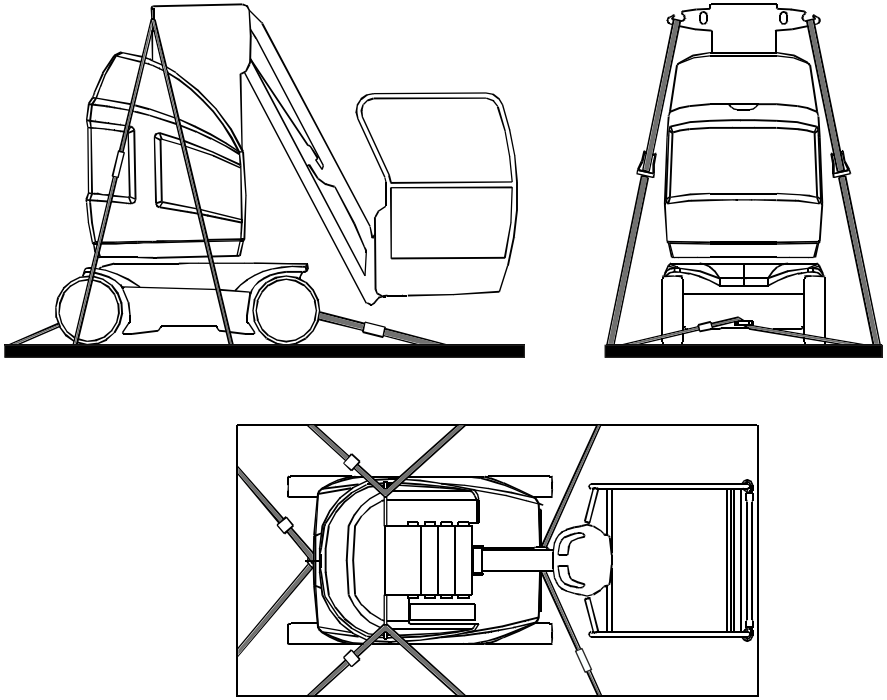

Figure 3-21. Arrimage de la Machine - 10E/26E
- La machine doit être arrimée au plancher du camion ou de la remorque comme indiqué Figure 3-20. (8E/20E) ou Figure 3-21. (10E/26E).